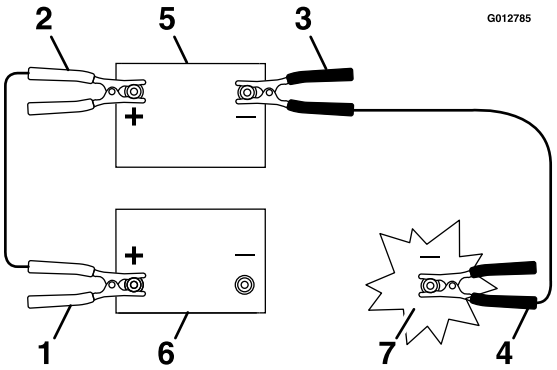

**Figuur 47**
3. Koppel de pluskabel (+) aan op de pluspool (+) van de ontladen accu die verbonden is met de starter of de solenoïde; zie Figuur 47.